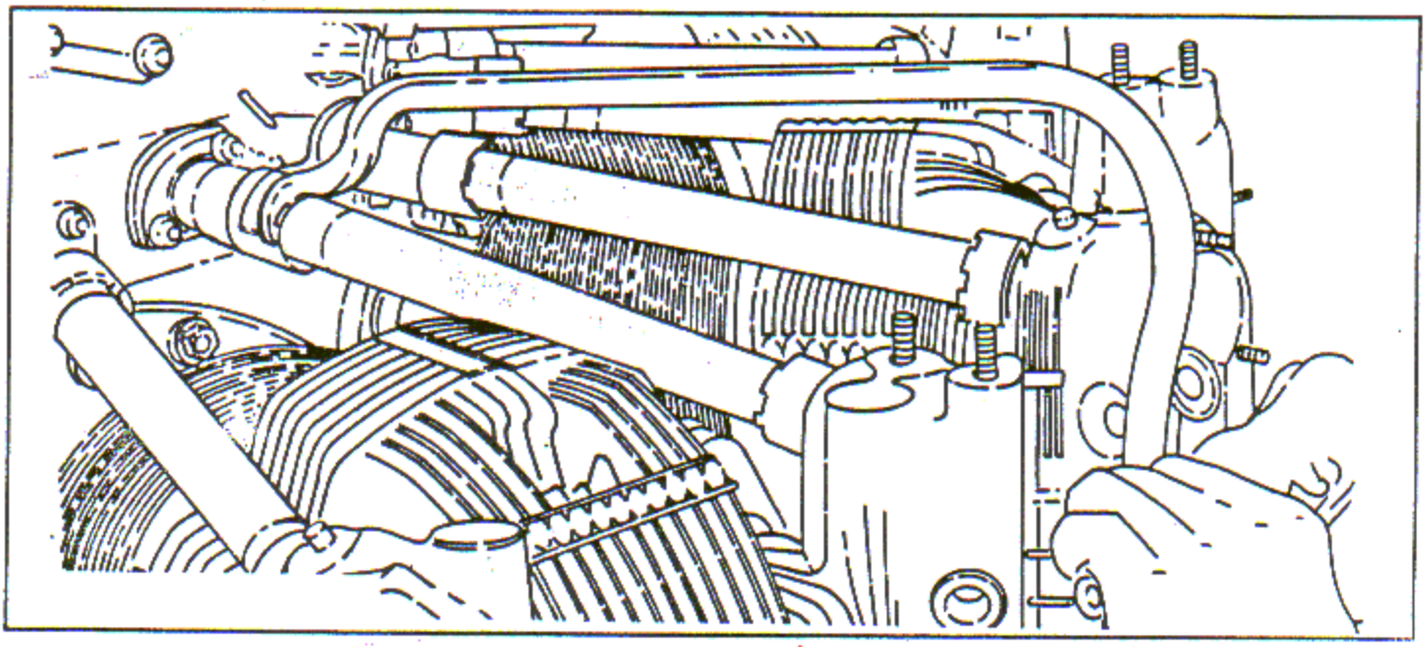

Figure 4-10. Loosening Push Rod Housing Lower Nut
a. Remove the lockwire and loosen the push rod housing connection, lower nut and upper nut with proper wrenches. See figure 4-10.